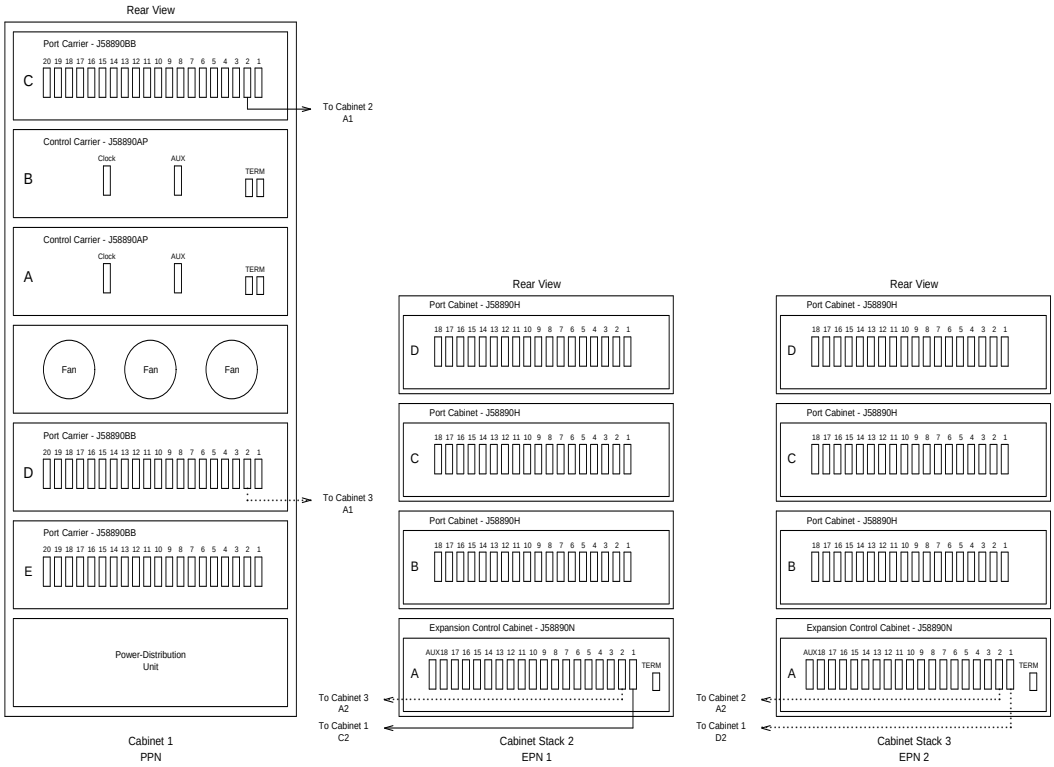
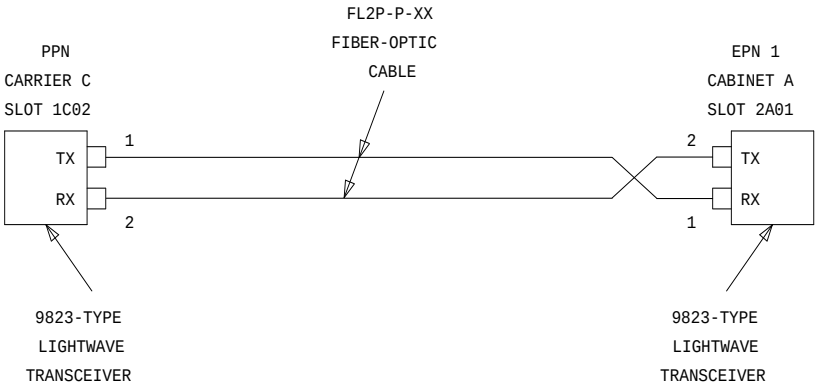
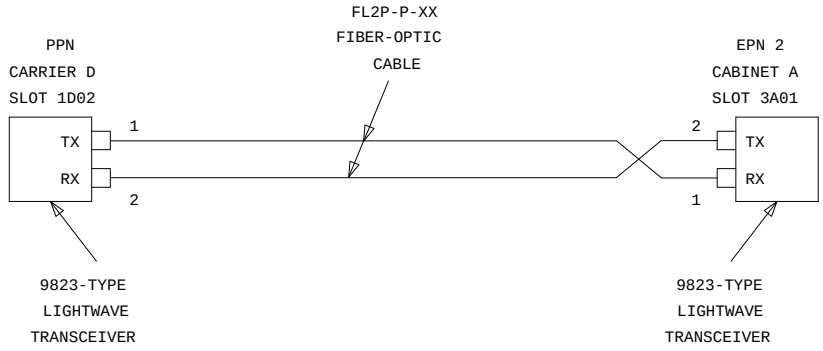
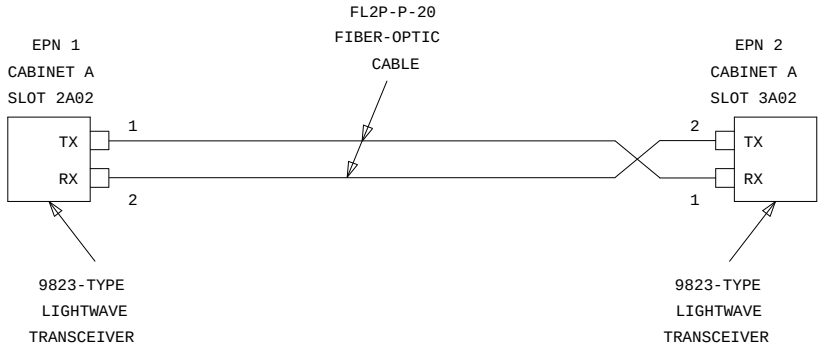

Figure 7-19. High-Reliability G3r V4 with Two or Three Port Networks
Figure 7-20. Fiber-Optic Connections PPN to EPN1
Figure 7-21. Fiber-Optic Connections PPN to EPN2
Figure 7-22. Fiber-Optic Connections EPN1 to EPN2
The connectors on the lightwave transceivers are labeled either “TX” (transmit) or “RX” (receive), while the fibers attached to each connector are numbered either ‘‘1’’ or “2.’’ A viable fiber connection is only made when both fibers in each cable (that is, ‘‘1’’ and ‘‘2’’) route from the “TX” connector of a port network to the “RX” connector of its adjacent port network. For an example, refer to Figure 7-20.)
1. Behind port carrier C of the multicarrier PPN (see Figure 7-19, Figure 7-20, Figure 7-21, and Figure 7-22):